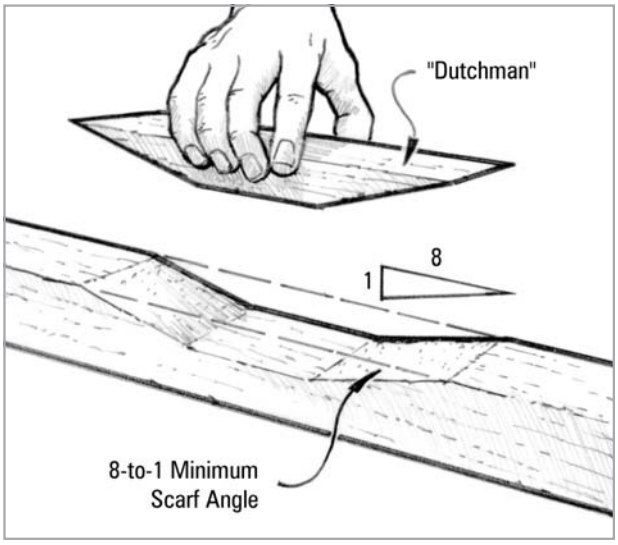

Figure 3-3 *Bond a dutchman into larger cavities. Bevel the sides of the cavity and the dutchman to match.*
1. Prepare the dutchman. Use the same kind of wood if possible. Carve the cavity to a geometric shape if necessary to make shaping the plug easier. Bevel the sides of the cavity. The longer the bevel on the sides running across the grain, the stronger the repair *(Figure 3-3)*. An 8-to-1 bevel (8" long for every 1" deep) or greater will be close to the original strength of the wood. Check the dutchman for fit. Thickened epoxy will fill a fairly large gap, so the fit doesn't have to be perfect. Prepare the surfaces for bonding (Section 8.4.1).